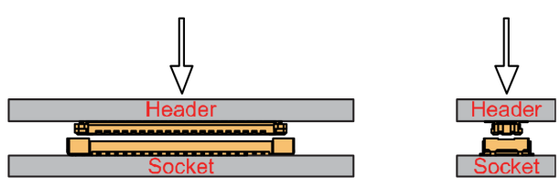
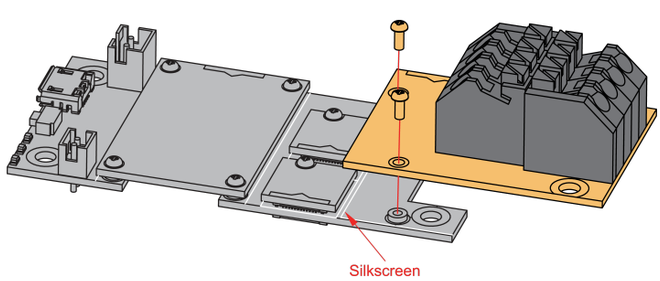

Figure 2: WisConnector
Figure 3: RAK5801 mounting mechanism on a WisBlock Base module
The RAK5801 module is part of the WisBlock Interface category, which connects to the baseboard through the IO slot. The installation method is shown in **Figure 2** and **Figure 3**.
2. Always secure the RAK5801 module with **3 x M1.2 x3 pan head screws**, as shown in **Figure 3**.